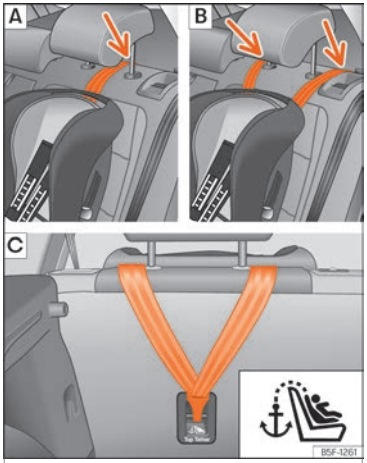
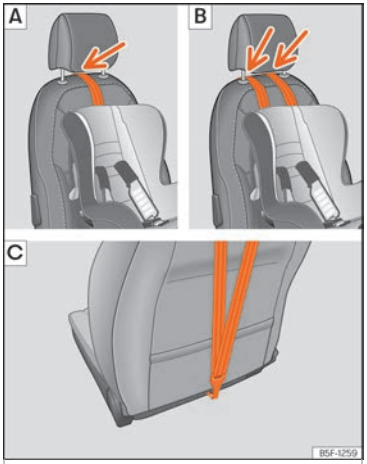

Fig. 34 Banquettes arrière : réglage et montage en fonction de la ceinture Top Tether.
Fig. 35 Siège du passager : réglage et montage en fonction de la ceinture Top Tether.
- Placez la courroie sous l'appuie-tête ››› **fig. 34** A/B, ››› **fig. 35** A/B (en fonction des instructions du siège, relevez ou retirez l'appuie-tête si nécessaire).
- Faites glisser la sangle et fixez-la correctement à l'aide de l'ancrage derrière le dossier ››› **fig. 34** C, ››› **fig. 35** C.